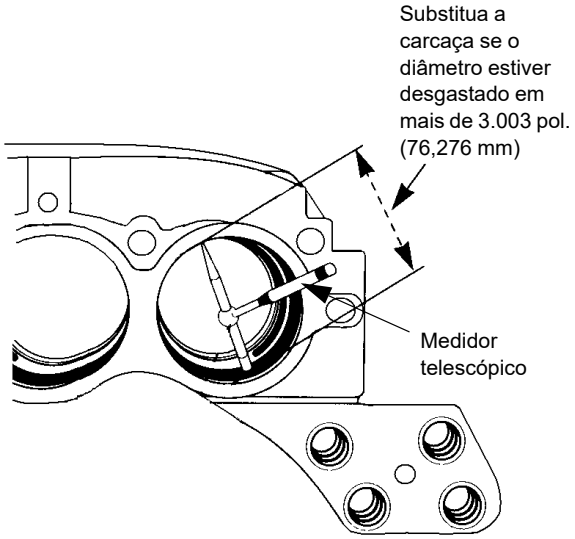

FIGURA 8-15
3. Meça o diâmetro do furo da carcaça. Substitua a carcaça se o diâmetro, devido ao desgaste, for superior a 3.003 pol. (76,276 mm) (Figura 8-15).